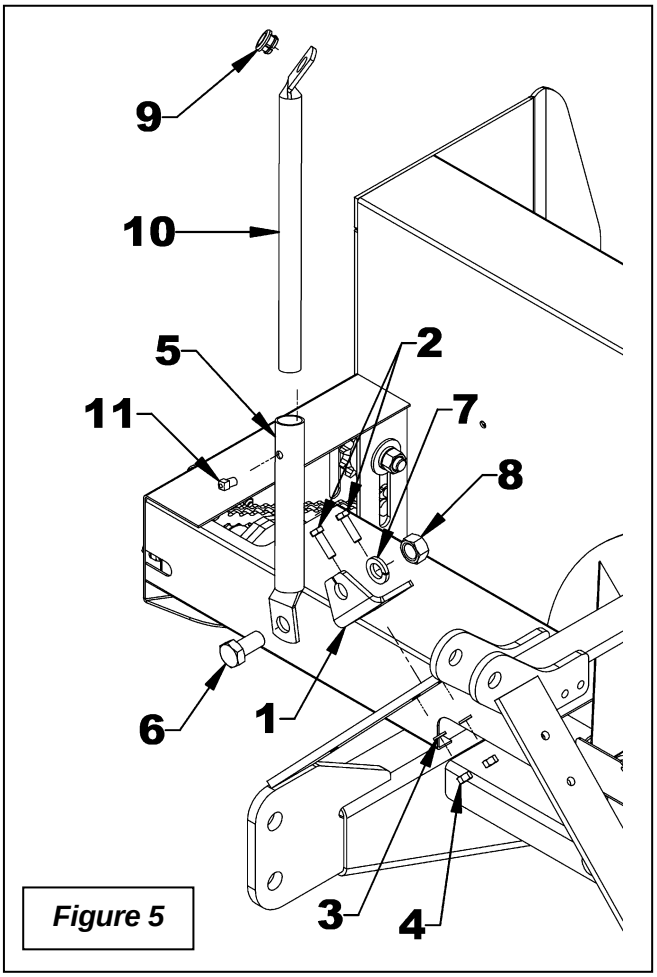

Figure 5
5. **Figure 5:** Installer la fixation (item 1) sur le bras d'attelage gauche ou droit du trois-point avec deux boulons 3/8''NC x 1 1/4'', rondelles de blocages 3/8''et écrous 3/8"NC (items 2-3-4). Serrer fermement.
6. **Figure 5:** Installer la fixation du support de manivelle (item 5) sur la fixation (item 1) avec un boulon 3/4''NC x 1 1/2'', rondelle de blocage 3/4'' et écrou 3/4"NC (items 6-7-8). Ne pas serrer.
7. **Figure 5:** Installer le guide de plastique (item 9) dans le support de manivelle (item 10).
8. **Figure 5:** Insérer le support de manivelle (item 10) dans la fixation du support de manivelle (item 5). Fixer, sans serrer, avec une vis de pression à tête carrée 3/8"NC x 1/2'' (item 11).